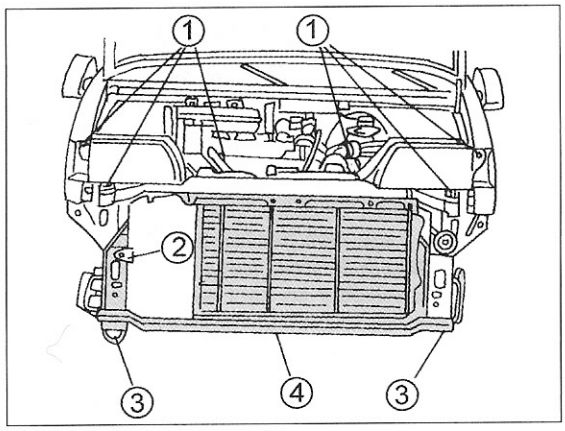

Bild 30
- Kabelstecker von den Scheinwerfern abziehen, die Blinkleuchten ausbauen, die Schrauben (1) entfernen und das vordere Blech ausbauen. Den Kühler zusammen mit der Lüftereinheit ausbauen. Die in Bild 30 gezeigten Schrauben (3) herausdrehen und den unteren Querträger (4) abnehmen. Je nach Ausrüstung das Hydrogerät der ABS-Anlage lösen.
- Falls eine Klimaanlage eingebaut ist, entspricht die Ansicht Bild 30, mit dem Unterschied, dass in der Mitte des Kühlers der Kondensapparat sitzt. Diesen an den Ecken abschrauben und herausnehmen. Den Kondensapparat auf eine Seite schieben.